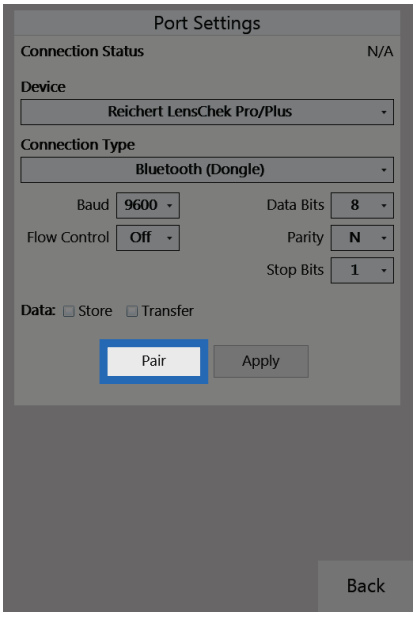

Figure IS-14, Pair Button
10. In the Port Settings panel on the Visutron 900 *Touch* controller tap **Pair**. Refer to Figure IS-14.